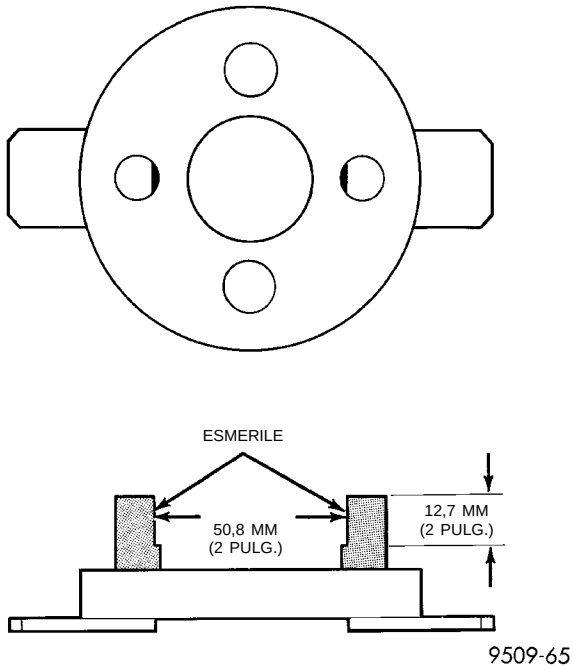

Fig. 38 Modificación en la herramienta especial
(1) Retire la tapa de la correa de distribución y la correa. El procedimiento de desmontaje se describe en esta sección. Retire el perno de la rueda dentada del árbol de levas, con la Herramienta especial modificada C-4687-1, tal como se muestra en la (Fig. 38).
(2) Mantenga la rueda dentada del árbol de levas con la herramienta modificada, mientras retira el perno. Retire del árbol de levas, la rueda dentada.
(2) Instale el perno de retén de la rueda dentada del árbol de levas. Sostenga la rueda dentada con la Herramienta especial C-4687-1 (Fig. 38) y apriete el perno con una torsión de 115 N·m (85 lbs. pie).